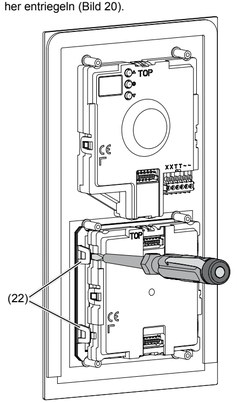

Bild 20: Modul entriegeln
- Zur Ruftaster-Modul Entnahme die seitlichen Haltelaschen (22) der Modul-Halterung durch vorsichtiges Hebeln mit einem Schraubendreher entriegeln (Bild 20).